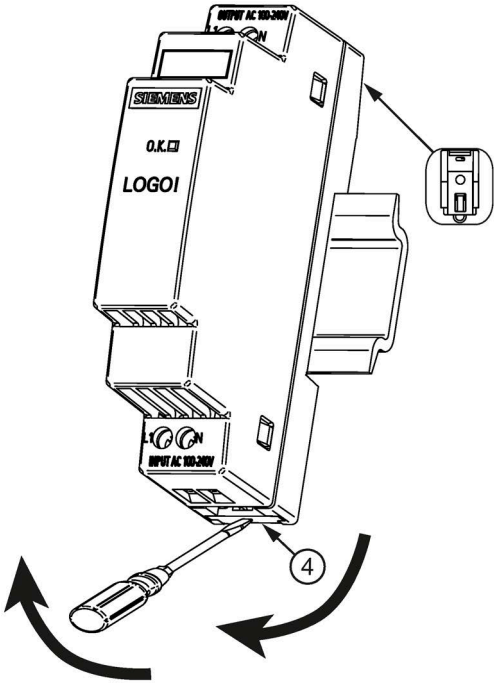

Figure 3-6 Mounting/removal
To remove, pull up the slider ④ using a screwdriver (see Figure 3-6 Mounting/removal (Page 51)) and disengage the device at the bottom edge of the standard mounting rail. Then you can remove the device from the upper edge of the standard mounting rail.